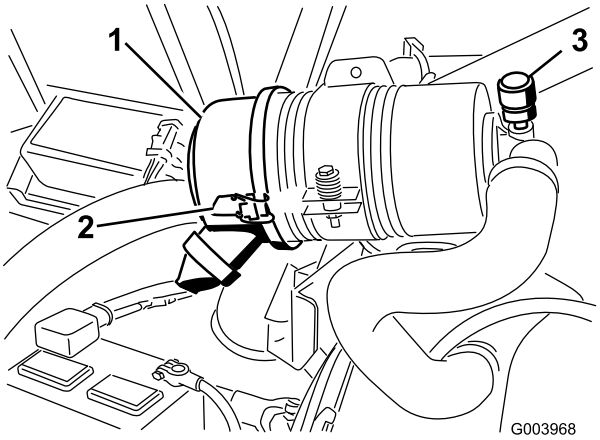

Figuur 50
Geef het luchtfilter uitsluitend een onderhoudsbeurt als de onderhoudsindicator (Figuur 50) dit aangeeft. Als u het luchtfilter vervangt voordat dit nodig is, wordt alleen maar de kans vergroot dat er vuil in de motor komt als het filter wordt verwijderd.
1. Maak de sluitingen los waarmee het deksel van het luchtfilter is bevestigd aan de luchtfilterbehuizing (Figuur 50).